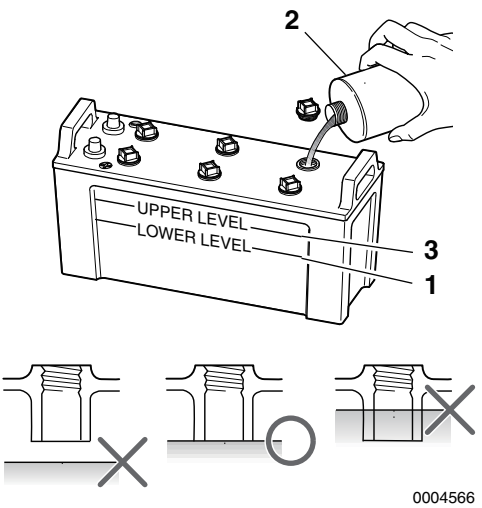

Figure 7
4. If the electrolyte level is lower than the minimum fill level **(Figure 7, (1))**, fill with distilled water **(Figure 7, (2))** (available locally) up to the upper limit **(Figure 7, (3))** of the battery.